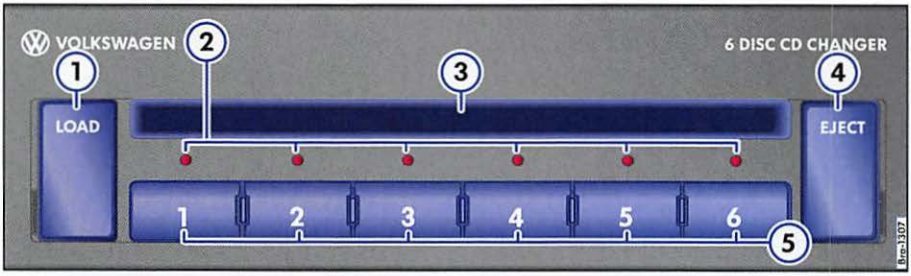

Fig. 36 External CD changer in the passenger side storage compartment or in the front center armrest.
- Press the LOAD button. The LED ⇒ fig. 36 ② above the next available CD slot flashes slowly.
- If the LED flashes rapidly, load an audio CD into the CD slot with the unprinted side facing towards the buttons ③, until the audio CD is automatically pulled in ⇒ ①.